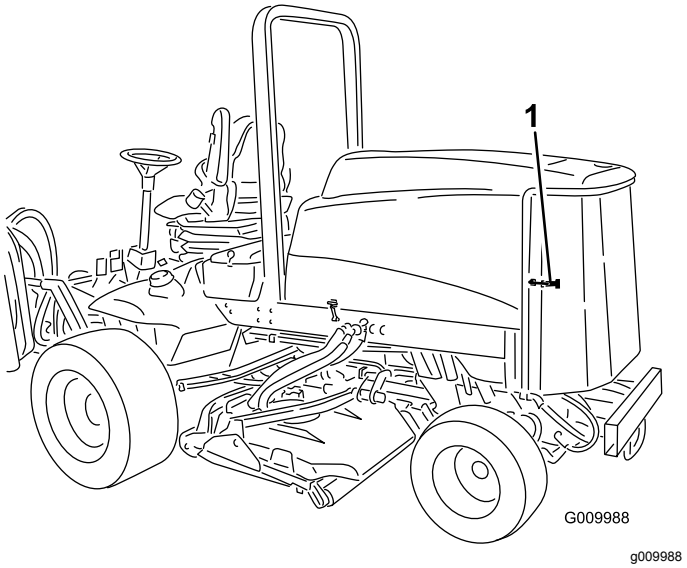

Figuur 78
1. Ontgrendel en draai het achterscherm open (Figuur 78).